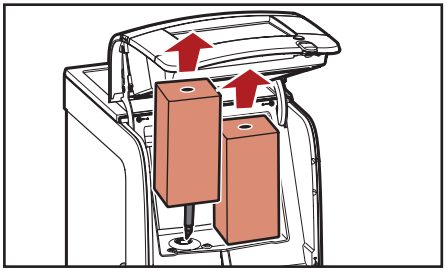

Fig. 5.8 - Scoateți pachetele
3. Scoateți pachetele de produs (fig. 5.8).